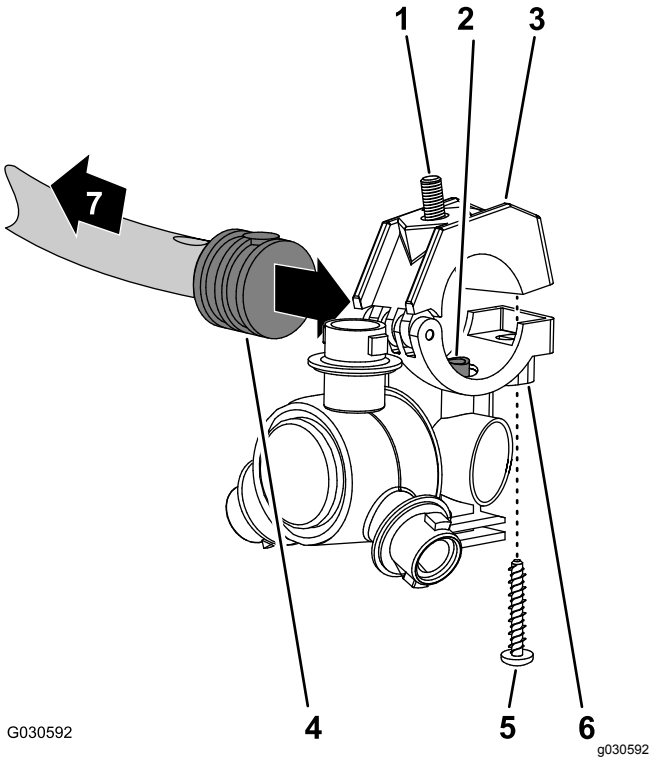
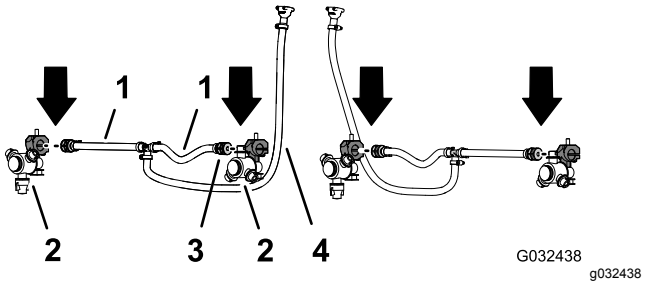

Rysunek 57
Rysunek 58
2. W 2 dyszach zraszacza z zestawu wykończeniowego systemu zraszania GeoLink odkręć śrubę ze stali nierdzewnej mocującą górną część obejmy dyszy do łoża (Rysunek 57).
3. Zlokalizuj otwór z boku króćca węża z jednym występem na końcu węża o długości 25 cm z zespołu węży (zawór zraszacza 5 lub 6) środkowej sekcji zraszania (Rysunek 57 oraz Rysunek 58).
4. Ustaw rurę doprowadzającą w łożu dyszy zraszacza (Rysunek 57) równo z otworem z boku króćca węża z pojedynczym występem (½ cala).
5. Załóż górną część obejmy wokół króćca węża z występem i zamocuj część obejmy i korpus dyszy zraszacza (Rysunek 57) za pomocą śruby ze stali nierdzewnej (nr 12 x 1¼ cala). Dokręć śrubę ze stali nierdzewnej z momentem od 14 do 18 N·m.
6. Używając dyszy zraszacza, śruby z łbem sześciokątnym i śruby ze stali nierdzewnej odkręconych w krokach 1 oraz 2 procedury Demontaż dyszy zraszacza (Strona 27) powtórz kroki od 3 do 5 z króćcem węża z pojedynczym występem (Rysunek 57 oraz Rysunek 58) na końcu drugiego węża o długości 25 cm.
7. Używając 2 dysz zraszacza odkręconych w kroku 4 procedury Demontaż dyszy zraszacza (Strona 27) powtórz kroki od 3 do 5 z króćcami węża z pojedynczym występem drugiego zespołu węży (zawór zraszacza 5 lub 6) środkowej sekcji zraszania (Rysunek 57 oraz Rysunek 58).